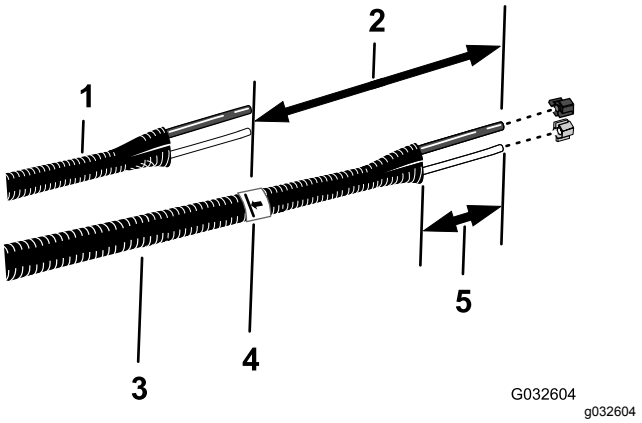

Figur 20
6. Juster de gamle væske- og luftrør (Figur 20), så de passer med den nye rørsamling (Toro-delnr. 114-9553).
8. På den nye rørsamling tilføjes 26 cm længde fra det mærke, du lavede i trin 7, rørsamlingen markeres, og rørene skæres over ved det andet (længere) mærke (Figur 20).
10. Fjern 77 til 102 mm af beklædningen omkring hver ende af rørsamlingen (Figur 20).